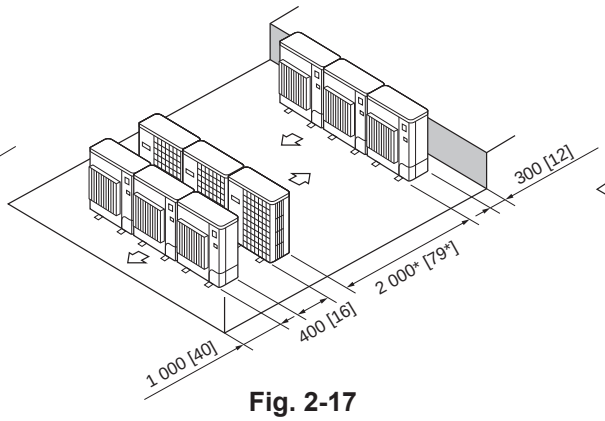

Fig. 2-17
6. Disposition pour plusieurs appareils parallèles (Fig. 2-17)